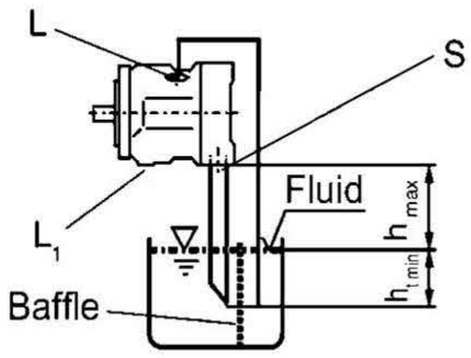

Fig. 4
b) If the minimum fluid level is equal to or below the top of the pump, pipe ports "L" and possibly "S" as Fig. 4.; close port "L_1".
a) When mounting above the reservoir, see Fig. 4.